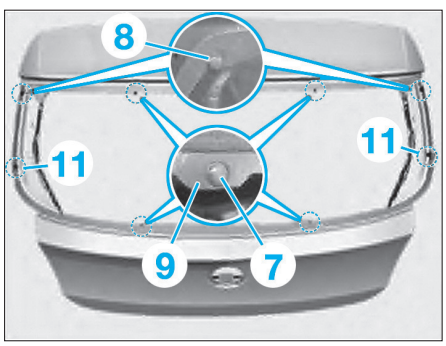

FIG. 15
Les tampons (7) ne doivent pas dépasser du rebord de la tôle (Fig.15).